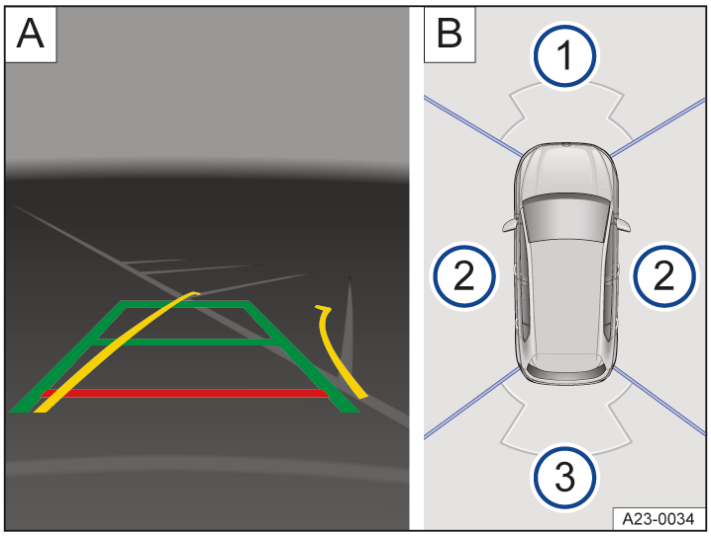

Fig. 1 Infotainment system: Area View with "Perpendicular parking mode" camera image (general example).
Two sections of the screen will be shown in the Infotainment system→ *fig. 1*:
1. To display the preferred camera image on the left→ *fig. 1* A, tap the front, rear or side screen area on the right → *fig. 1* B.